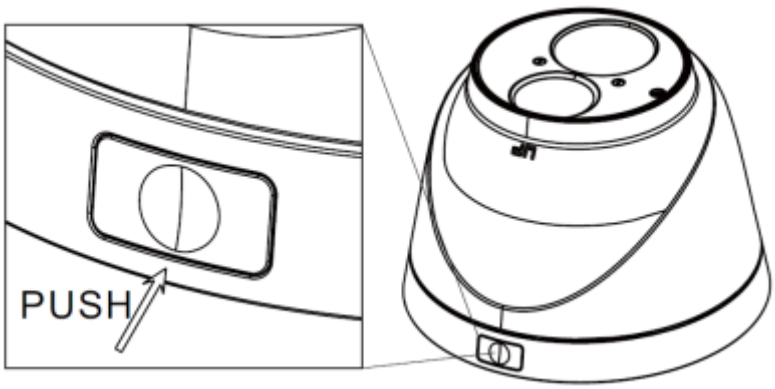

Figure 2-2 Separate the Camera from the Mounting Base
2. Separate the camera from the mounting base (see Figure 2-2). Secure the base to the wall or ceiling with the supplied screws and expansion anchors (if required).